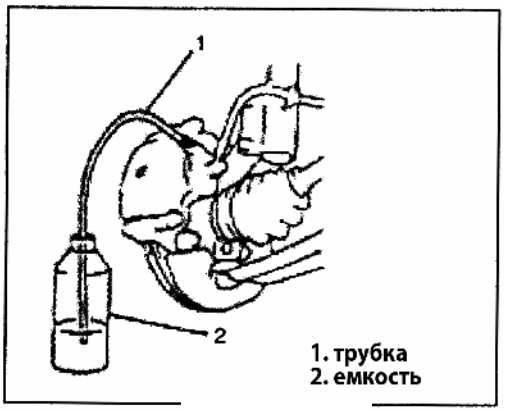

Рис. 621
2) Снимите колпачок штуцера. Установите трубку на штуцер. Затем второй конец поместите в емкость с тормозной жидкостью (Рис. 621).